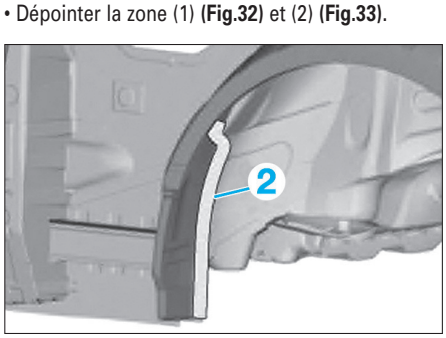

FIG. 33
• Dépointer la zone (1) **(Fig.32)** et (2) **(Fig.33)**.